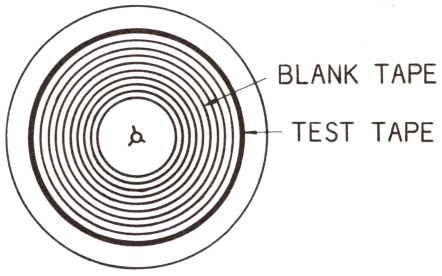

Figure 7-2 Test Tape Loading
Since tape tension affects tape speed, it is important for accurate measurement that the flutter test tape used is attached to the end of a full wound reel of blank tape as shown in Figure 7-2 , and is used with the REEL pushbutton set to the appropriate reel size.
4. Attach the test tape to a 10 1/2 inch NAB reel as shown in Figure 7-2 , place the test tape on the supply reel table, thread the tape, and set the REEL switch to the "OUT" LARGE position.
It is important that the flutter test tape used is attached to the end of a full wound reel of blank tape as shown in Figure 7-2 , and is used with the REEL pushbutton set to the appropriate reel size.